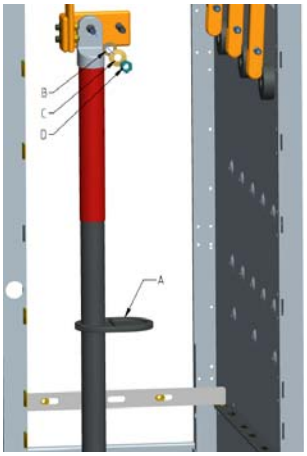

Figure 4.7.11
- Faire des entailles dans le caoutchouc de traverse (Figure 4.7.11 A) à l'aide d'un couteau aiguisé.
- placer ensuite la bague d'arrêt (Figure 4.7.11 B),
- la rondelle à ressort (Figure 4.7.11 C),
- l'écrou (Figure 4.7.11 D).